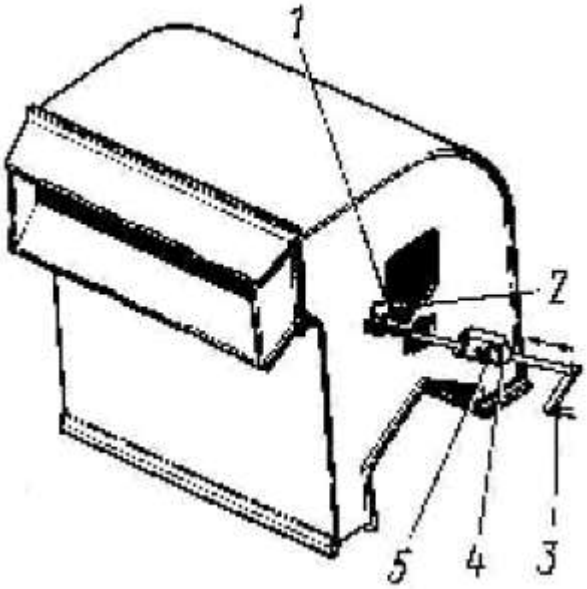

Рис. 18 Регулировка распределения материала по ширине стана:
7.4.2. Регулировку равномерности распределения материала по ширине решетного стана производите с помощью рукоятки 3 (рис. 18) за счет изменения усилия поджатия клапана-питателя торсионом 1, закрепленным в кронштейне-зажиме 2.